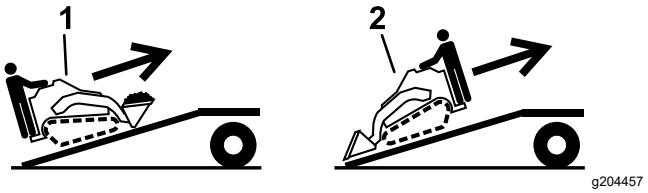

Figur 28
5. Lasta maskinen på släpet med den tyngre änden upp mot rampen och håll lasten nära marken (Figur 28).